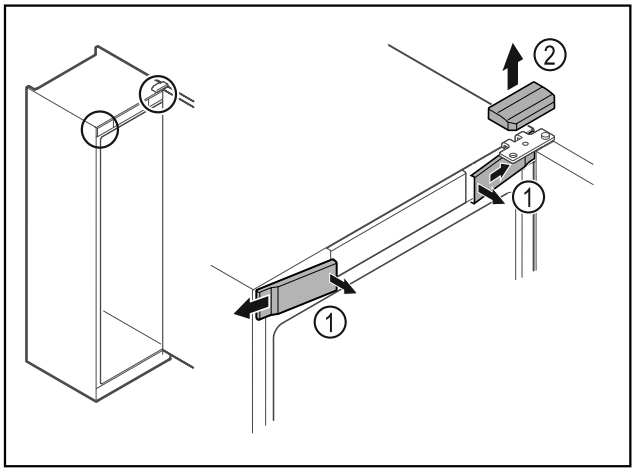

Fig. 6 *
▶ Unlatch the front covers *Fig. 6 (1)* on the inside and remove them sideways.*
▶ Lift off the upper cover *Fig. 6 (2)*.*